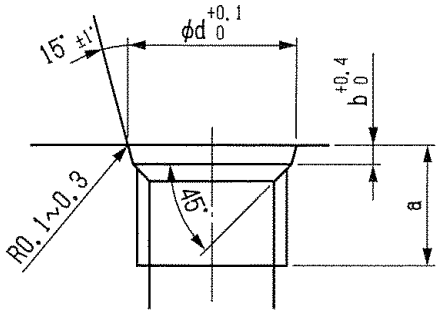

図 6-2　管用平行ねじ（G）ポート形状
- 本製品の各ポートは管用平行ねじ（G）のポートを使用しています。図 6-2 を参照してください。他の規格のねじのホースコネクタを使用すると、本製品が破損し、実機の誤作動による人身事故の発生や実機が破損するおそれがあります。